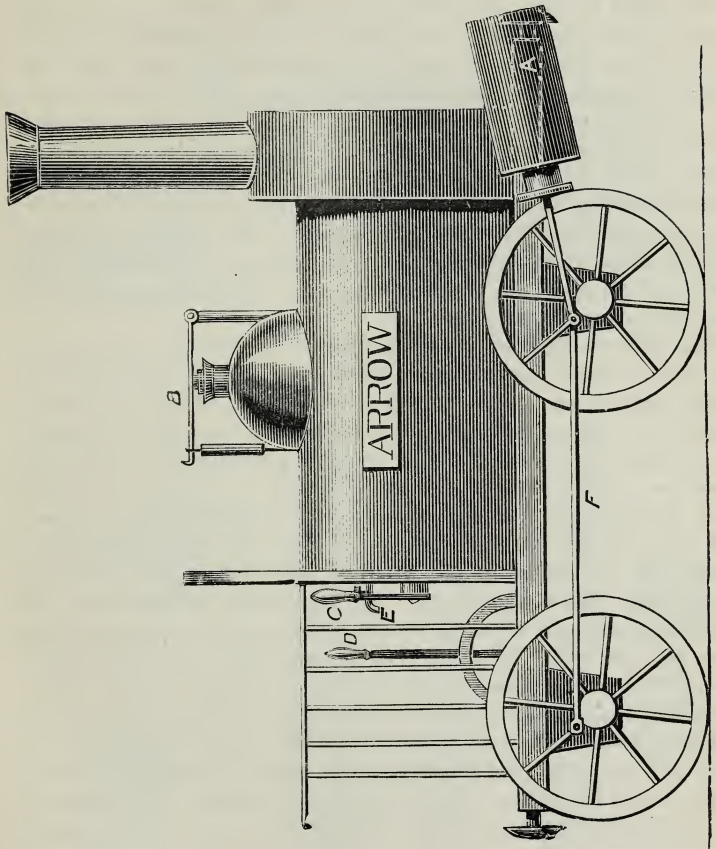
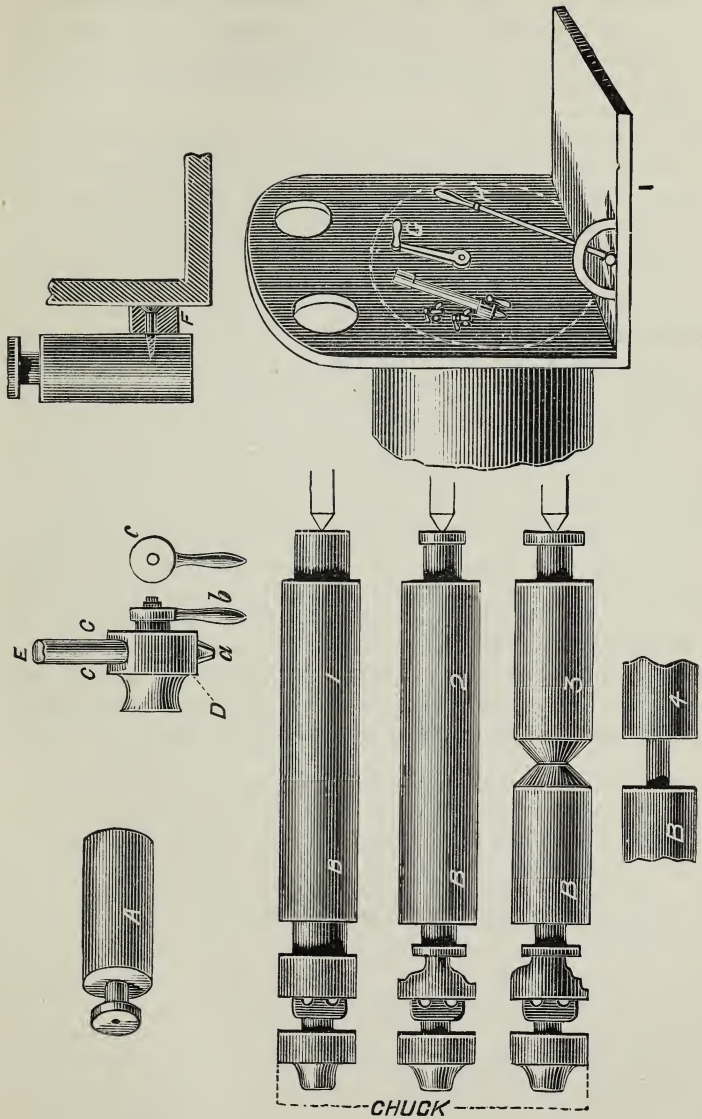

FIG. 40.—LOCOMOTIVE ENGINE, WITH OSCILLATING CYLINDERS.
FIG. 41.—SECTIONAL PARTS OF LOCOMOTIVE ENGINE.
Fig. 40 represents the complete engine, to which a few additional parts have been added besides the cylinder. B is an imitation safety valve; C, the starting lever; D, the reversing lever; E, gauge cocks. The wheels are also linked together by side or coupling rods (F) giving another source of motion, because the more visible the movement of its parts the more like a real engine will the toy be. In Fig. 41, p. 97, the cylinder is represented by A. It is about 1¼in. long by ¾in. diameter, but may be larger or smaller, according to the size of the complete model. At one end is an imitation gland or stuffing box, through the centre of which the piston-rod moves. These cylinders, being solid, are easy to turn. Put a bit of deal or beech of suitable size on a prong chuck, and use the back centre to keep it in place. Place the rest nearly close—the top of the T a little below the line of centres—rough down with the gouge, and finish with the chisel, producing in the first place merely a plain smooth cylinder. Then turn down the small part to imitate the gland, making it on the right-hand end of the cylinder next to the back poppet. Turn it down merely to a smaller size in the first place, using the chisel to face up the end nicely. Then cut out a notch, and with the chisel angle work it right and left to widen it, finishing with a very narrow chisel or parting tool, and smoothing with a bit of glass cloth folded sharply, or with a small file. Lastly, cut it off at the chuck end. To do this neatly use the sharp angle of the chisel, and cut a deep notch. Continue to widen this, keeping the cylinder end upright and true as you deepen the cut, and sloping the other to give you plenty of room to work the chisel.
Fig. 41 is represented the two cylinders in process of construction, showing how they are to be worked simultaneously, 1, 2, 3, 4 illustrating them in several stages. The glass gauge (C) if also added, may be made